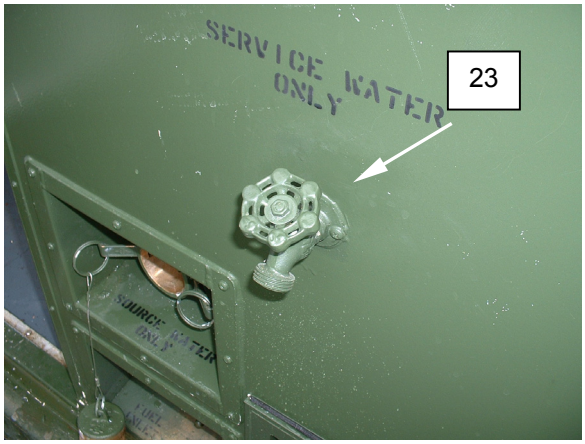

Figure 12. Purge Automatic Soap Dispenser.
16. Open the water spigot **(Figure 12, Item 23)** and allow all water and pressurized air to be expelled. If water is still observed draining, close spigot and allow system pressure to again build to 50 psig on the PLC **(Figure 12, Item 29)**.
18. Close spigot **(Figure 12, Item 11)** and allow system pressure to once again build to 50 psig.